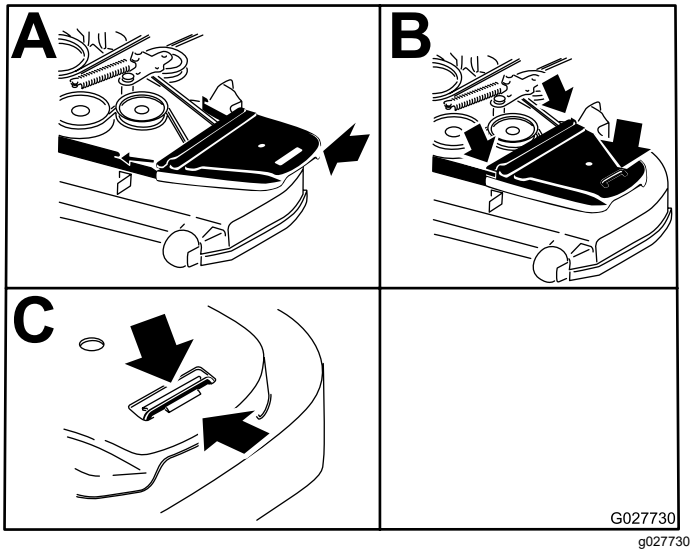

**Figuur 63**
12. Plaats de drijfriemkappen en de bijbehorende bouten (Figuur 63).